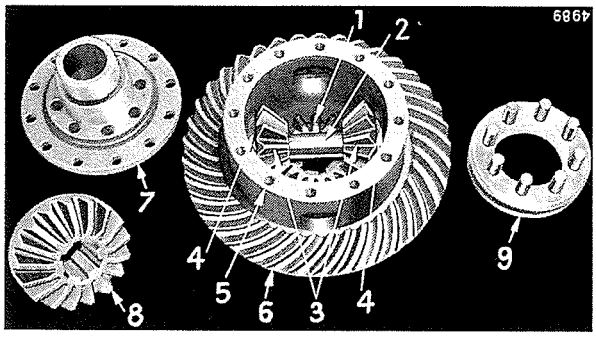

Bild 328
Die gegenwärtige Ausführung hat außerdem zwei Bronze-Anlaufscheiben (4), Bild 328, hinter den Ausgleichkegelrädern (3) und eine Scheibe hinter dem rechten Achskegelrad (1).